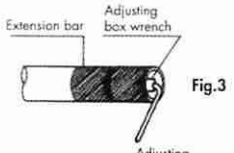

Fig.3
(1) When applicable, mount the extension bar snugly all the way onto the body of the wrench.
(2) With the extension bar mounted (See Fig.3), insert the hexagonal side of the adjusting box wrench.